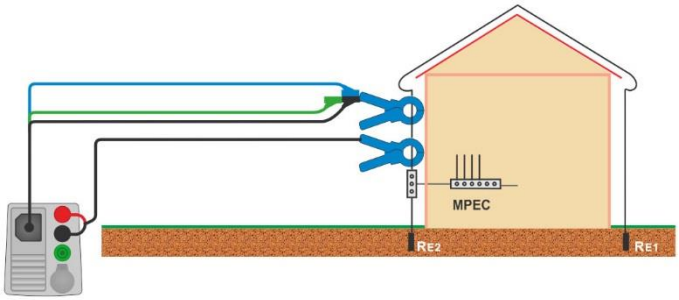

Figure 7.93: Contactless earthing resistance measurement
- Clamp on object under test, see ***Figure 7.93***.